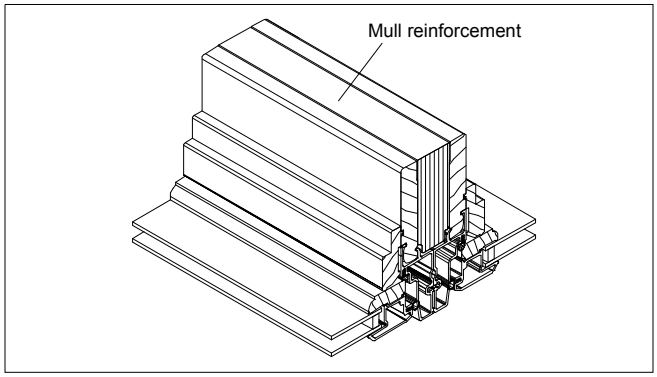

**Figure 3**
3. Insert mullion reinforcement board between frames and fasten to interior wood frame members with 1/2″ x 1/2″ 16 gauge staples spaced every 4″ (102). See figure 3.